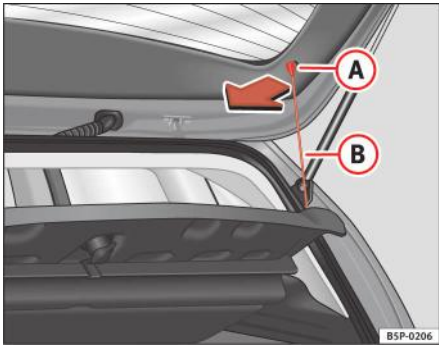

Fig. 122 Copertina portbagajului
– Scoateți bridele ⇒ fig. 122 (B) din locaşurile (A)